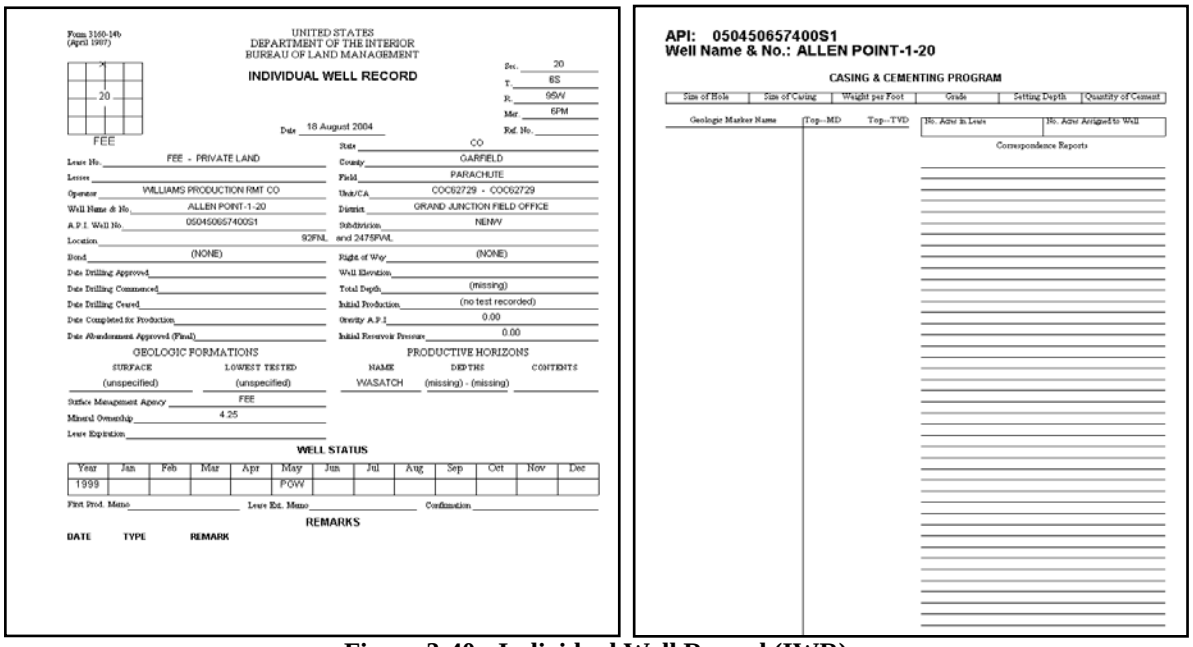

Figure 3-40: Individual Well Record (IWR)
4. Click the **IWR** button to compile the IWR and launch the Adobe Acrobat screen with the *Individual Well Record* two-page form (Figure 3-40).